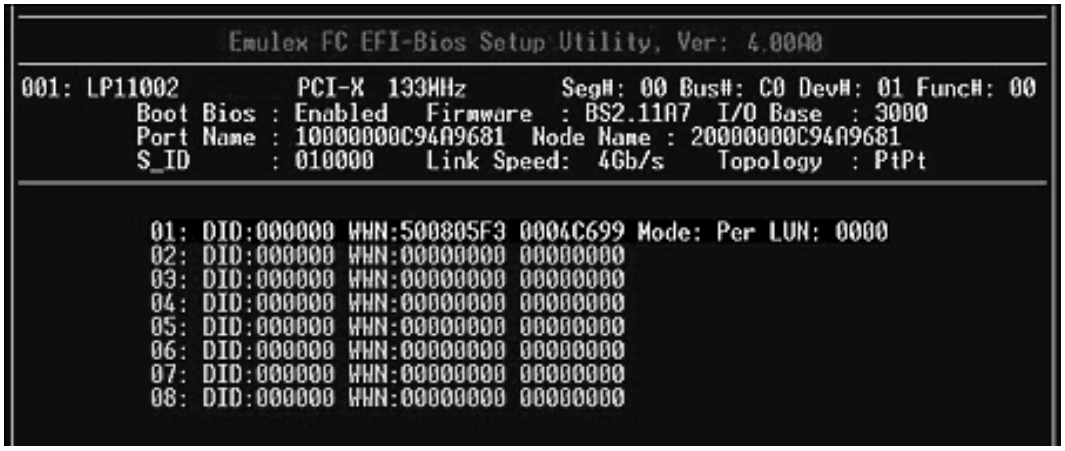

Figure 45: Boot LUNs
1. On the Boot Configuration menu, select **4. Configure Boot Devices** and press **<Enter>**. The screen shown in Figure 45 is displayed.